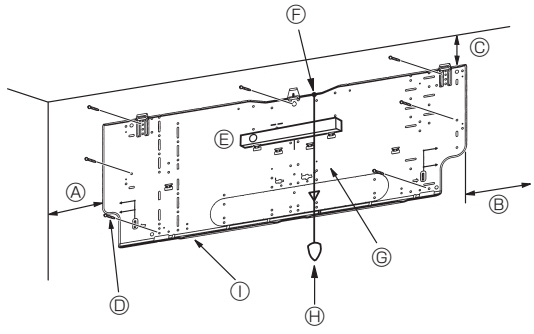

Fig. 3-4
3.2.3. Installering av väggfästet (Fig. 3-4)